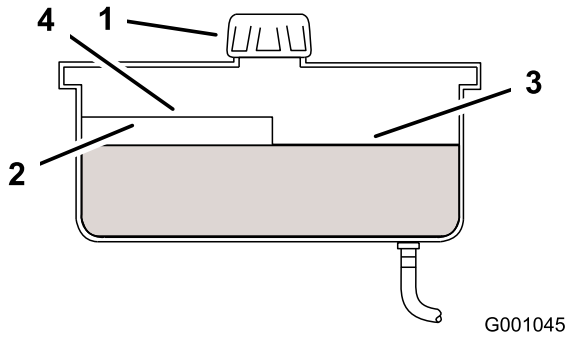

**Figuur 78**
2. Reinig de omgeving van de vulbuis en de dop van de hydraulische tank (Figuur 78).
3. Verwijder de dop van de vulbuis. Kijk in de vulbuis om te controleren of er nog vloeistof in het reservoir is (Figuur 78).
**Opmerking:** Het vloeistofpeil moet aan de bovenkant van de Warm-markering op de keerplaat staan als de vloeistof warm is (Figuur 78).